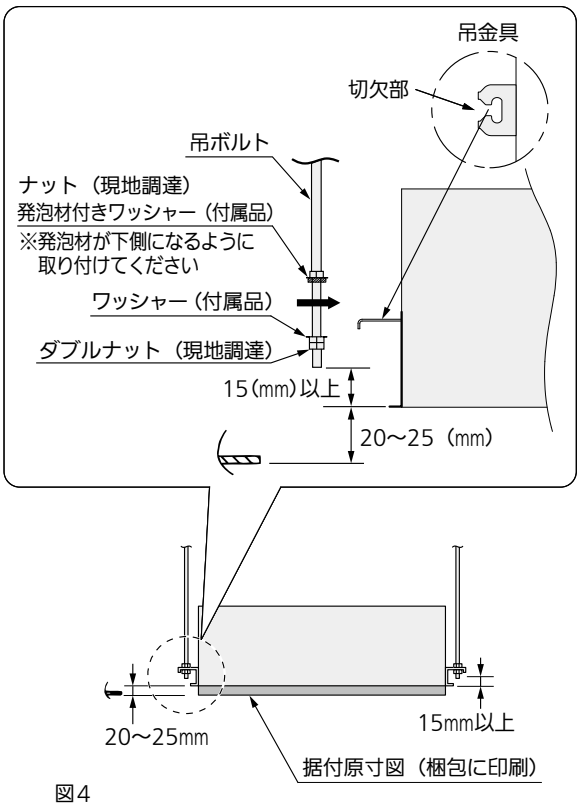

図4
※発泡材付きワッシャーは発泡材面を下側に取り付けてください。作業時に発泡材付きワッシャーを吊ボルトに保持することができます。下側のナットは図 4 のようにダブルナットを使用してください。
- 吊ボルトの長さは、図 4 のように吊金具下面から 15㎜ 以上隙間があくようにしてください。吊ボルトの長さが長いと、天井パネル・ルーバモーターカバーにあたり取り付けできません。